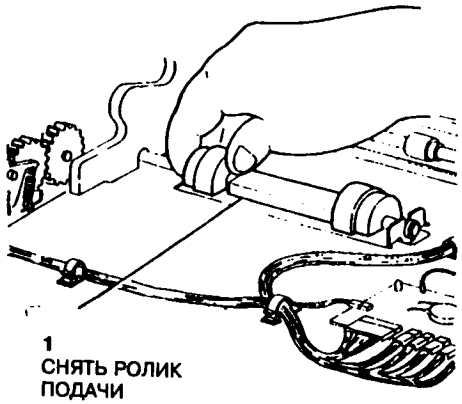

Рис.1 Снятие ролика подачи
2. Снять ролик подачи (рис.1).